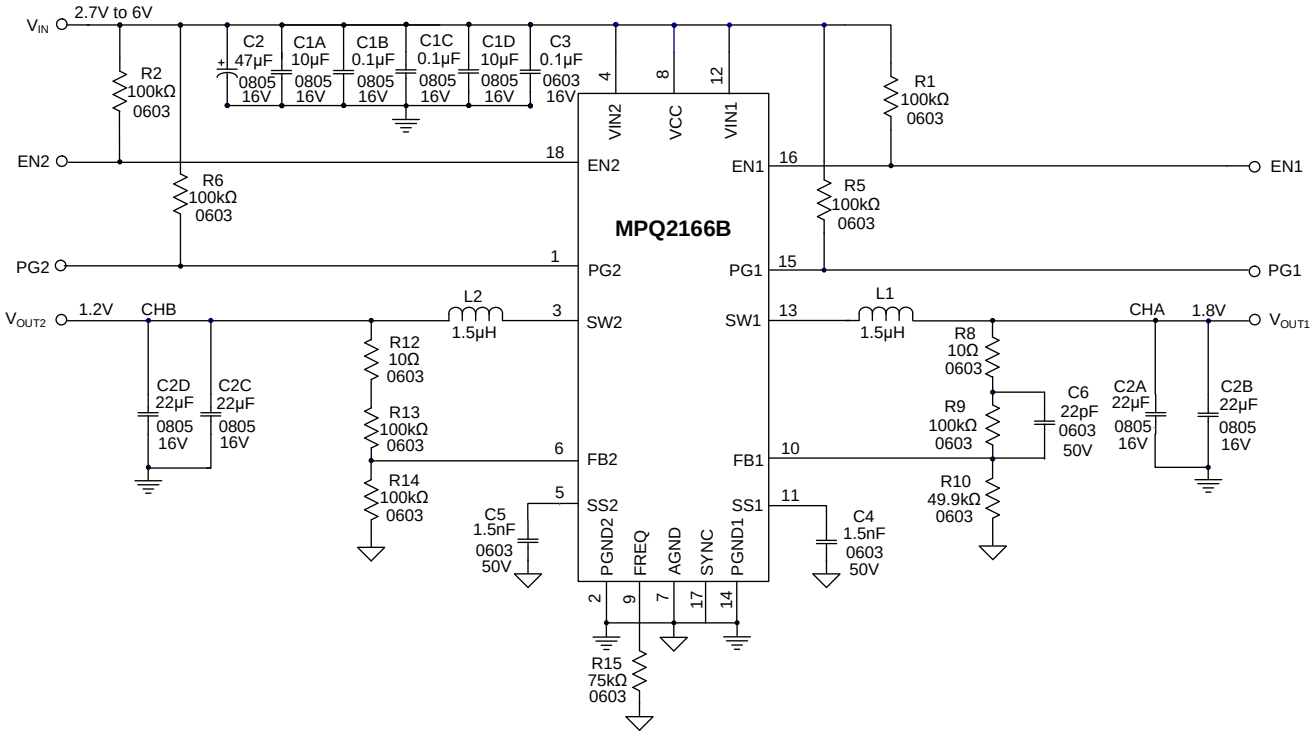

Figure 7: Typical Application Circuit (1.8V/1.2V V_{OUT})
9) The recommended PCB layout is based on Figure 7 on page 24.